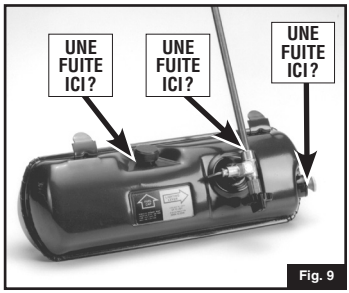

Fig. 9
■ RECHERCHEZ LES FUITES d'une ou de plusieurs façons – **jamais** avec une flamme: vapeur ou tache de combustible; sifflement de gaz qui fuit; odeur de combustible. N'utilisez pas le réchaud s'il y a une fuite. (Fig. 9)